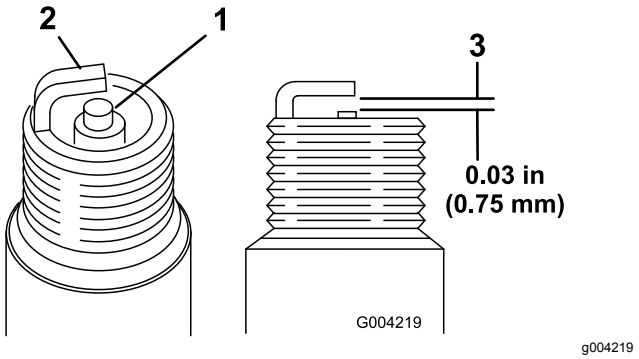

Figur 16
1. Titta mitt på båda tändstiften (Figur 16). Om isolatorn är ljust brun eller grå fungerar motorn korrekt. En svart beläggning på isolatorn betyder vanligen att luftrenaren är smutsig.
2. Kontrollera avståndet mellan mitt- och sidoelektroderna (Figur 16).
3. Böj sidoelektroden (Figur 16) om avståndet är felaktigt.